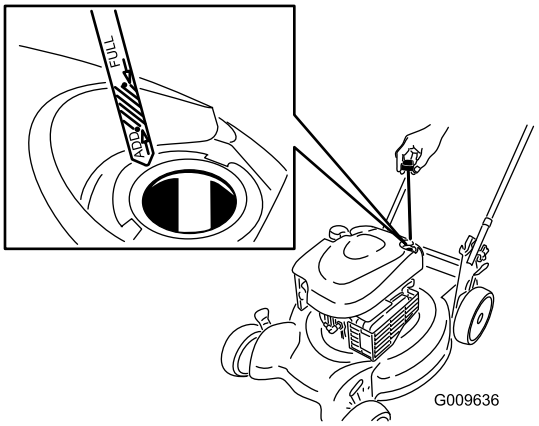

Figure 4
1. Retirez la jauge (Figure 4).
2. Versez de l'huile **lentement** dans le goulot de remplissage pour faire monter le niveau de liquide jusqu'au repère **maximum** (Full) sur la jauge (Figure 4). **Ne remplissez pas excessivement.** (Remplissage max. : 0,59 l, type : huile détergente SAE 30 de classe de service API SF, SG, SH, SJ, SL ou supérieure.)